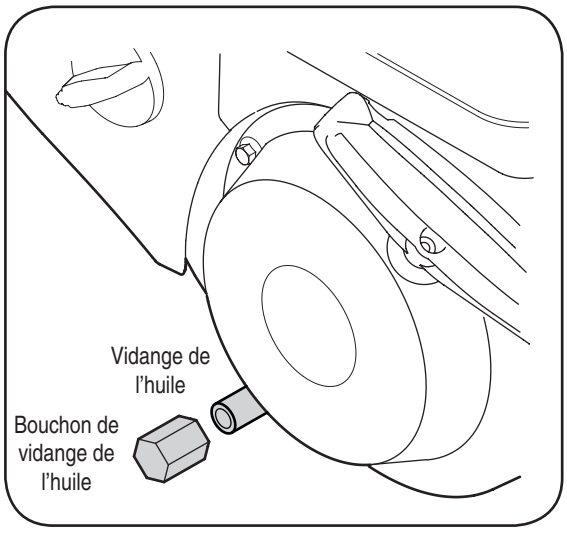

Figure 3-1: Enlevez le bouchon de vidange de l'huile pour vider
3. Retirez le bouchon de vidange de l'huile. Figure 3-1.